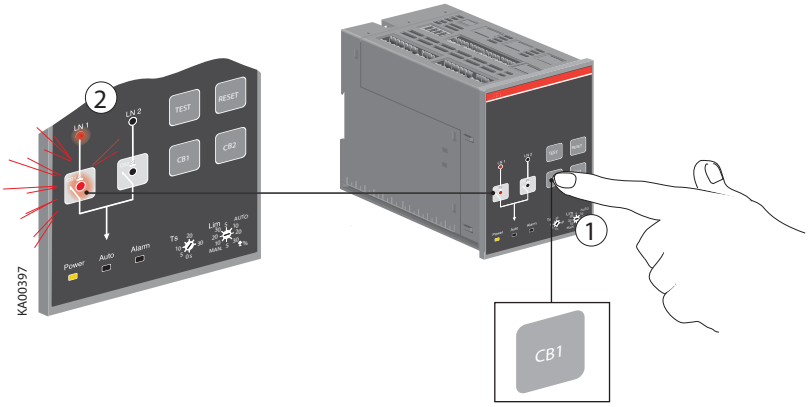

Рисунок 4.2 Выбрав рабочую линию, состояние выключателя и выбранной линии отображается с помощью светодиодов блока ATS021
b. Затем нажмите кнопку CB1 (смотри рисунок 4.2/ ①), автоматический выключатель CB1 будет включён (состояние и индикацию линии смотри на рисунке. 4.2/②) и автоматический выключатель CB2 будет в выключен. Пока автоматический выключатель CB1 включён, горит светодиод CB1(смотри рисунок 4.2). При переключении светодиод CB1 мигает раз в полсекунды. Если выключатель CB1 включён, то нажатие на кнопку CB1 отключит его.